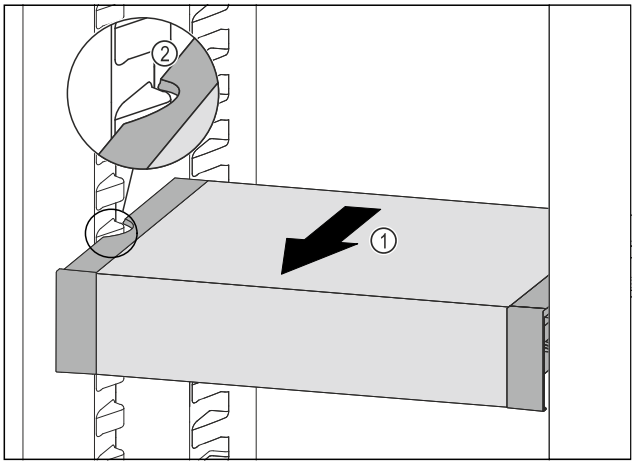

Fig. 159
▶ VarioSafe naar voren trekken *Fig. 159 (1)*, tot de uitsparingen aan de zijkant van de VarioSafe zich ter hoogte van de rib in het koelgedeelte bevinden. *Fig. 159 (2)*